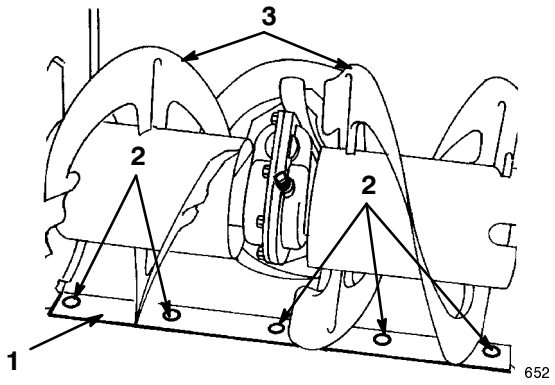

Figure 27
5. Support the **auger blades** so that they are 1/8 inch (3 mm) off the ground (Fig. 27).
7. To adjust the scraper, loosen the five mounting screws (Fig. 27), level the blade, and tighten the mounting screws.